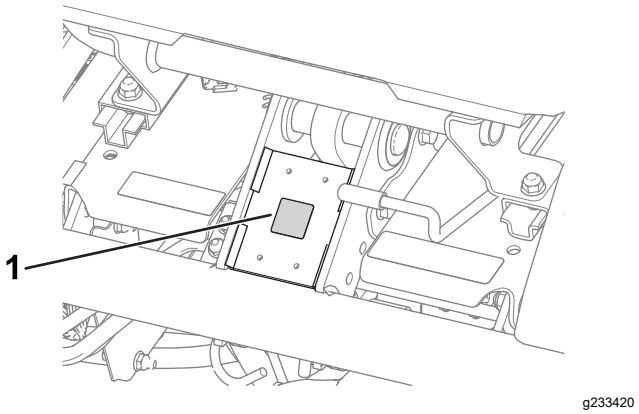

Figuur 8
- Breng de sticker met CE-markering (onderdeelnr. 93-7252) aan op het frame, onder de voorkant van de stoel (Figuur 8).